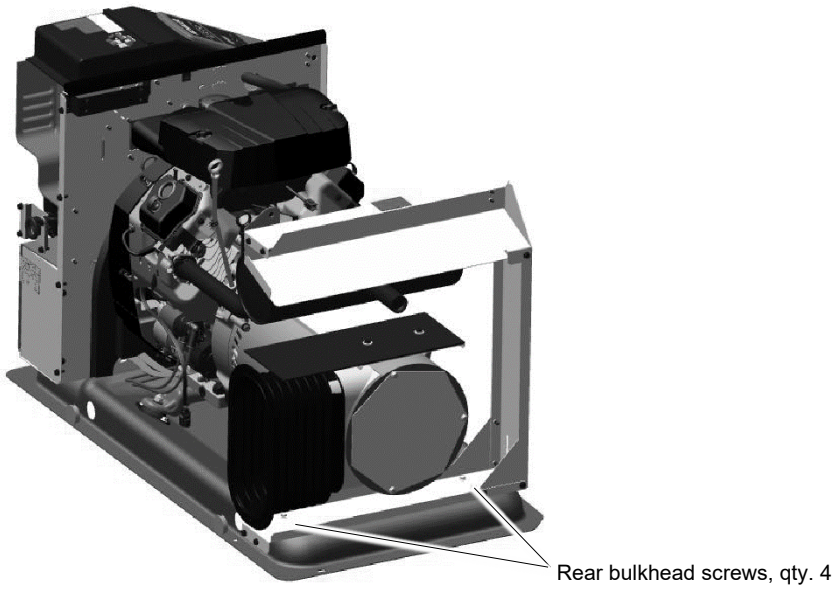

Figure 113 Rear Bulkhead
18. Remove four screws to remove the rear bulkhead. See Figure 113.